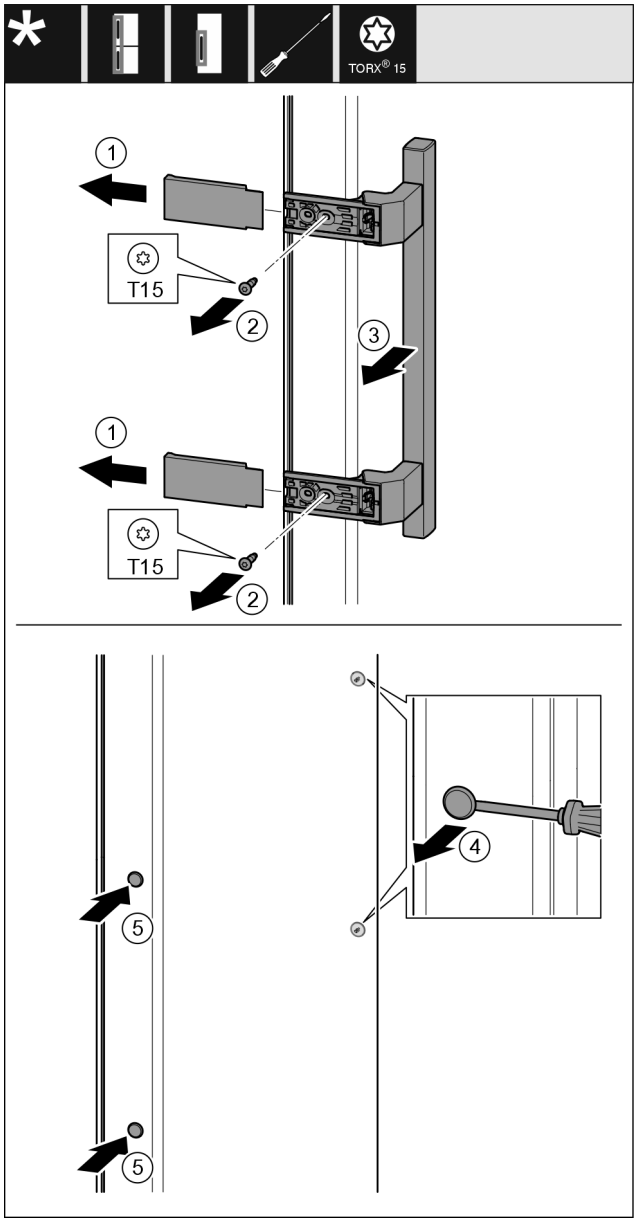

Fig. 35
- ▶ Afdekking *Fig. 35 (1)* wegtrekken.
- ▶ Schroeven *Fig. 35 (2)* met een schroevendraaier er uit draaien.
- ▶ Greep *Fig. 35 (3)* wegnemen.
- ▶ Til de zijplug voorzichtig *Fig. 35 (4)* op met een platte schroevendraaier en trek hem er uit.
- ▶ Plug *Fig. 35 (5)* aan de andere kant er weer insteken.